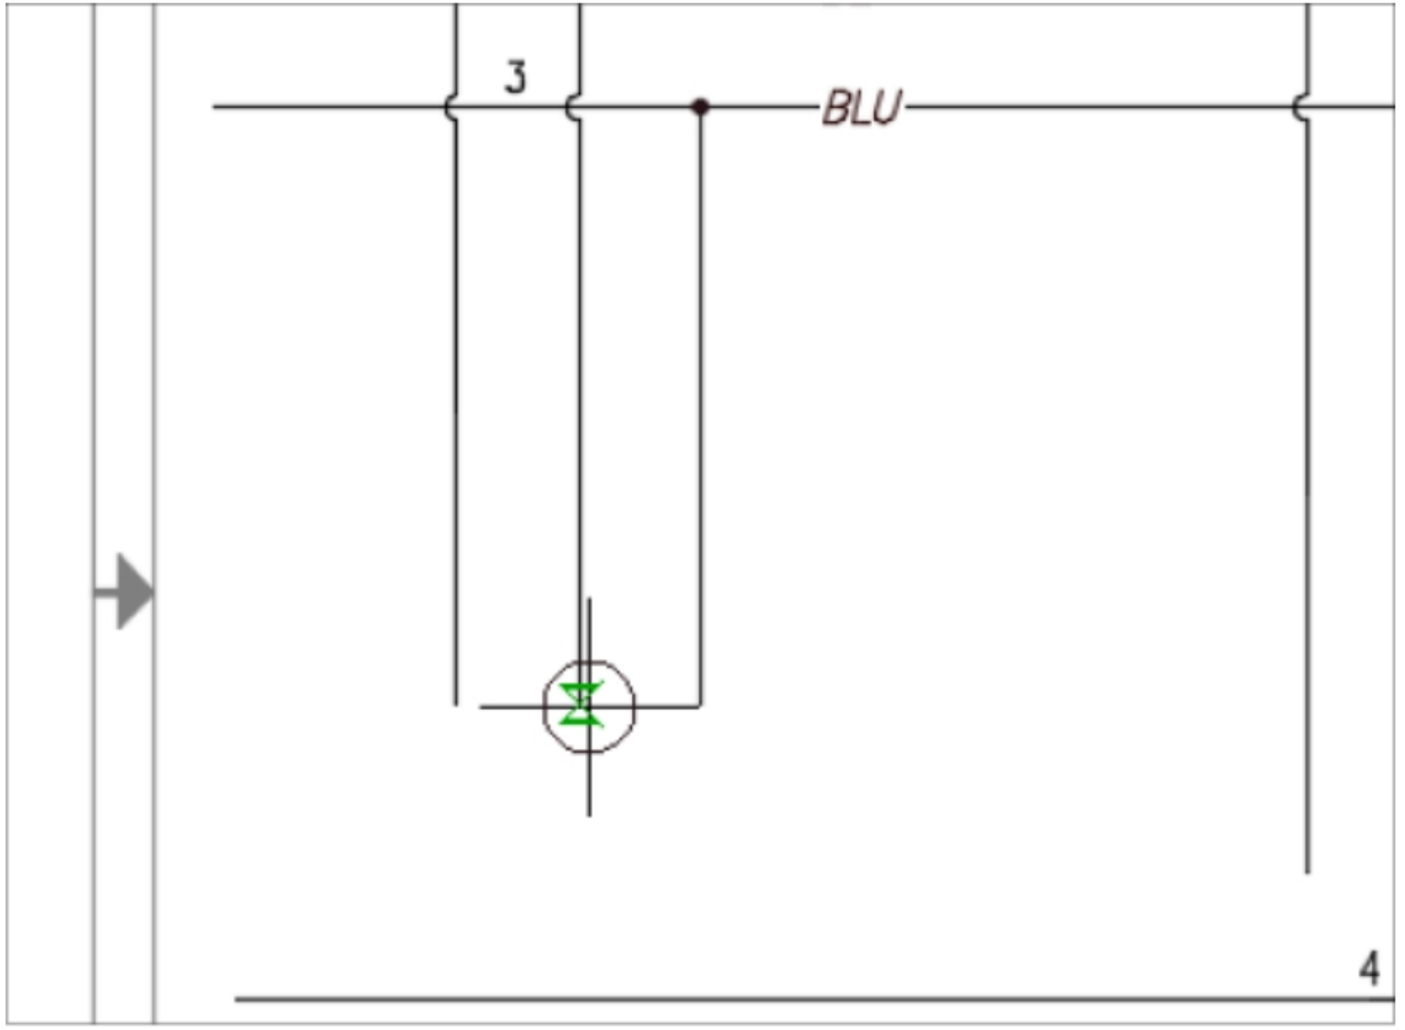
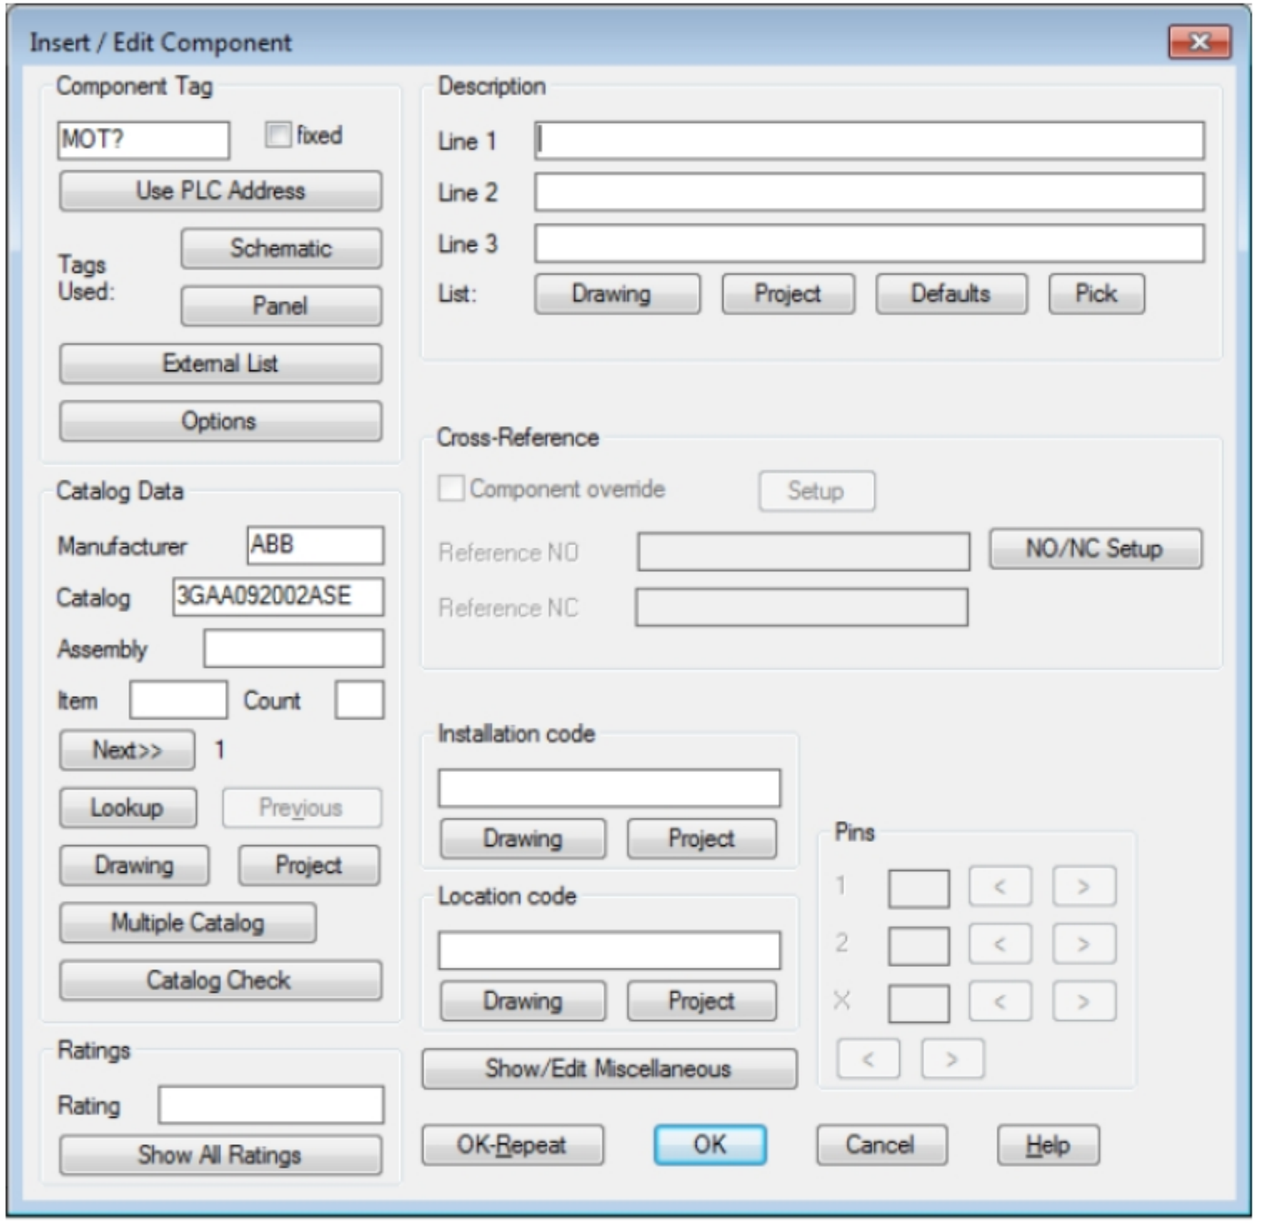

Figure-71. Motor to be placed
Figure-72. Insert or Edit Component dialog box
- Click on the middle wire as shown in Figure-71. The motor will get attached to the three wires automatically and the **Insert / Edit Component** dialog box will be displayed as shown in Figure-72.